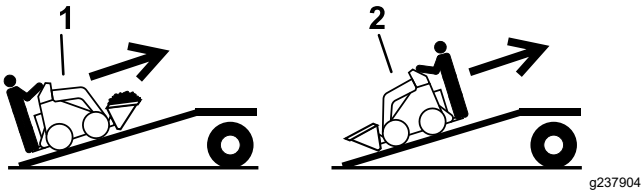

**Figuur 14**
5. Laad de machine op de aanhanger met de zwaarste kant naar de bovenste zijde van de oprijplaat gericht, en zorg dat de lading onderaan zit (Figuur 14).